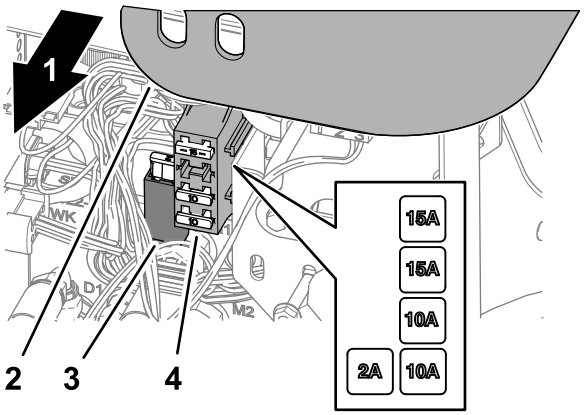

Figuur 65
1. Til de kap op van de bedieningsarm (Figuur 65).
2. Zoek de gesprongen zekering in de zekeringhouder (Figuur 65).
4. Monteer de kap op de bedieningsarm (Figuur 65).